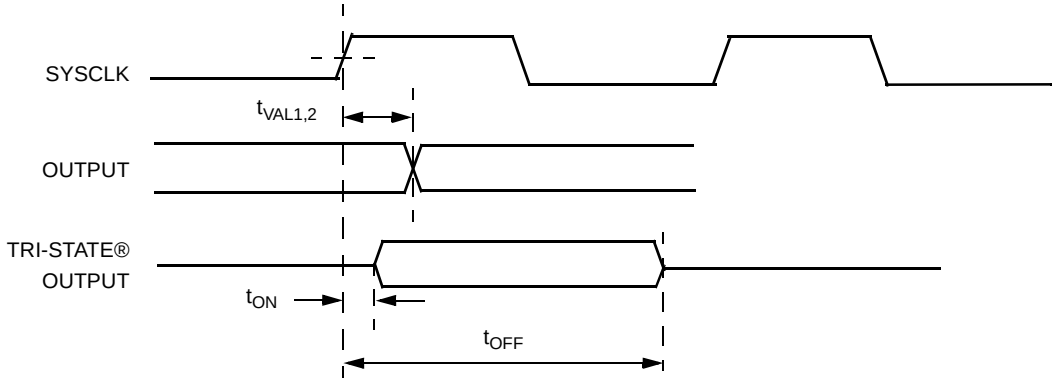

**Figure 6-7. Output Timing**
**Table 6-16. PCI Interface Signals (Refer to Figures 6-7 and 6-8)**